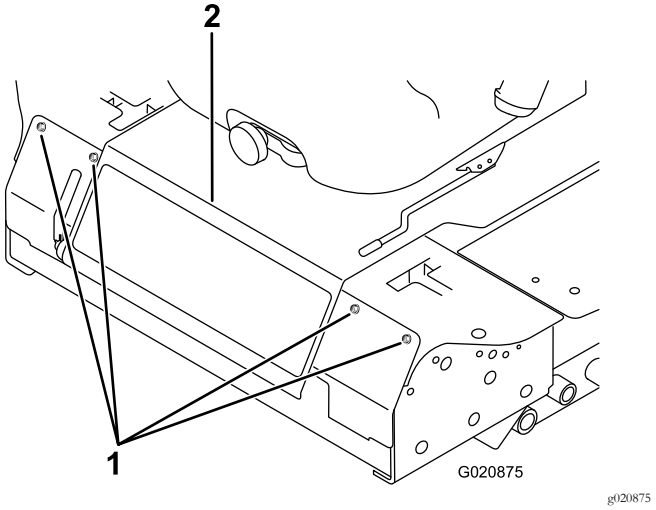

Rysunek 51
2. Usuń śruby mocujące panel przedni i zdejmij go (Rysunek 51).